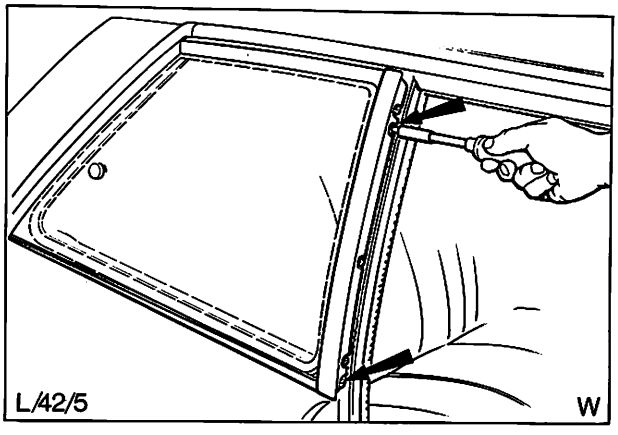
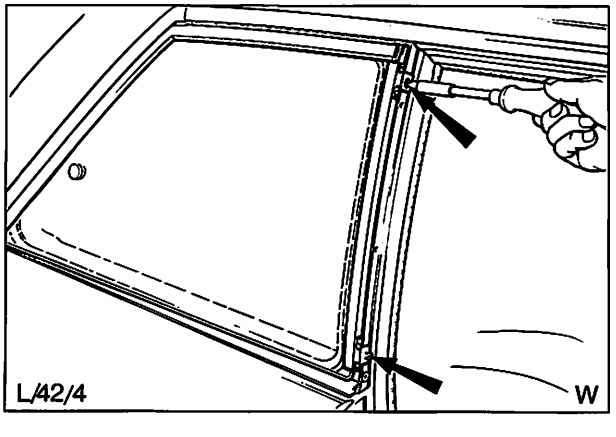

Abb. 12 Zierrahmenschrauben – Scharnierfenster
Abb. 13 Scharnierschrauben – Scharnierfenster
2. Schrauben entfernen und B-Säulen-Zierrahmen abnehmen, um die Scharnierschrauben zugänglich zu machen, Abb. 12. Schrauben herausdrehen, Abb. 13, Scheibe und Rastenaussteller kompl. aus der Fensteröffnung herausnehmen.